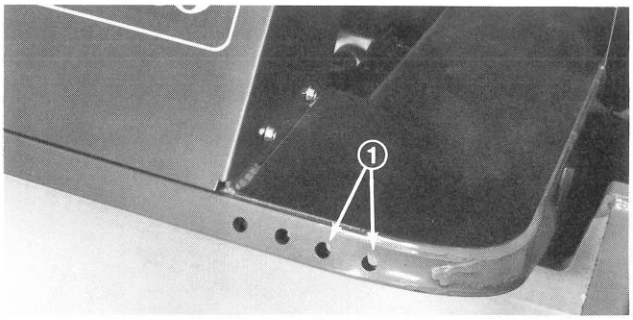

Figure 5
1. Align mounting holes in spring bracket with outside mounting holes in front frame (Fig. 5).